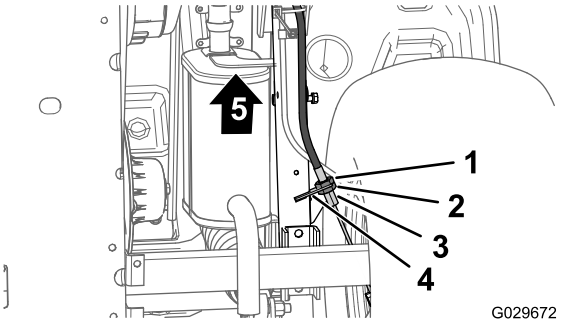

Figur 71
3. Nederst på maskinen, løsne den bakre låsemutteren for den gjengede justeringen på parkeringsbremsekabelen fire omganger (Figur 71).
4. Stram den fremre låsemutteren (Figur 71).
A. Løsne den fremre låsemutteren (Figur 71) for den gjengede justeringen på parkeringsbremsekabelen én omgang.
B. Stram den bakre låsemutteren (Figur 71).
A. Løsne den bakre låsemutteren (Figur 71) for den gjengede justeringen på parkeringsbremsekabelen én omgang.
B. Stram den fremre låsemutteren (Figur 71).